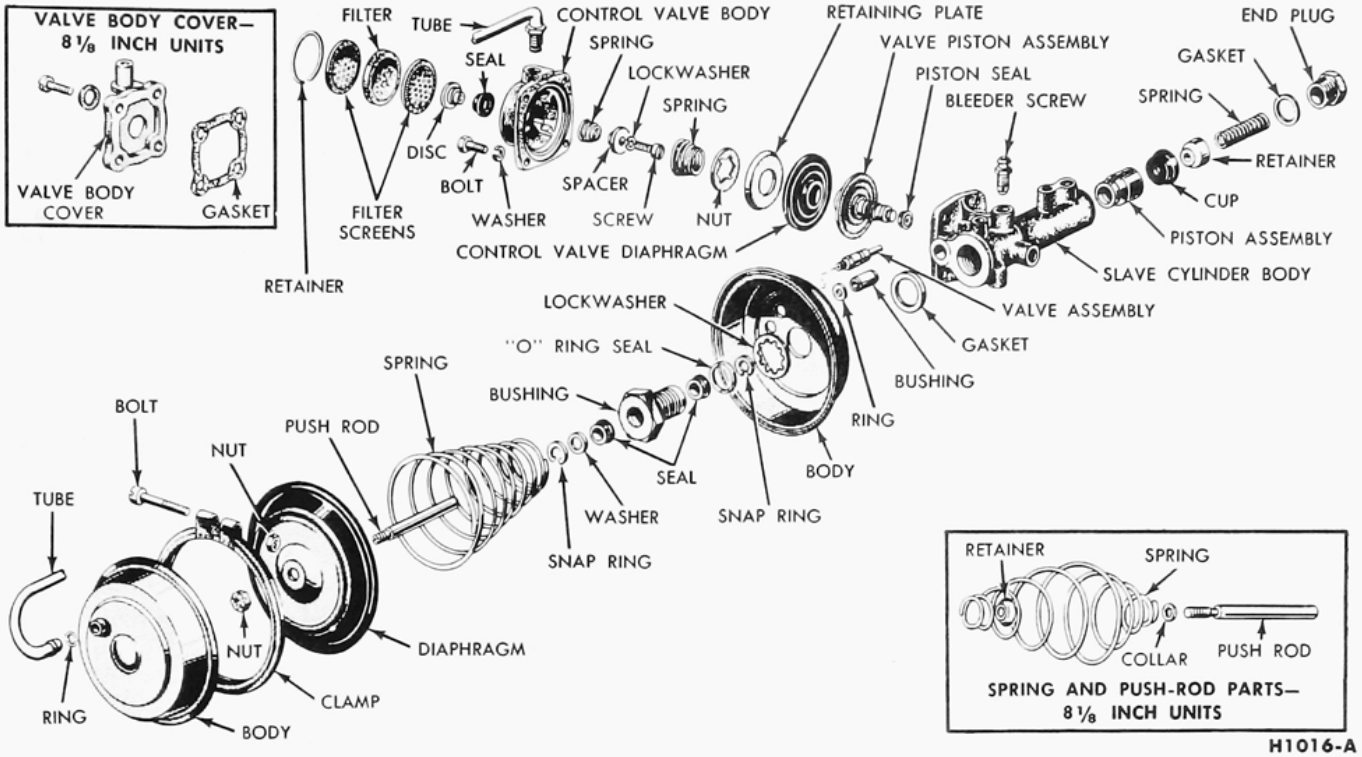

FIG. 32—Frame-Mounted—Diaphragm Type—Disassembled
The Midland Hy-Power diaphragm type booster used on P-500 - 5000 trucks is an 8⅛ inch unit (Fig. 32).
1. Remove the by-pass tube from both the control valve body and the rear body (Fig. 32).
15. Position the collar over the threaded end of the push rod. Position the spring retainer in the spring as shown in the insert in Fig. 32. Insert the push rod and collar in the coils of the spring and through the retainer. Position the diaphragm over the threaded end of the push rod and secure it with the push rod nut. Tighten the nut securely. After the nut is tightened coat the threads of the push rod with shellac to prevent leakage. Coat the push rod with heavy-duty type brake fluid.